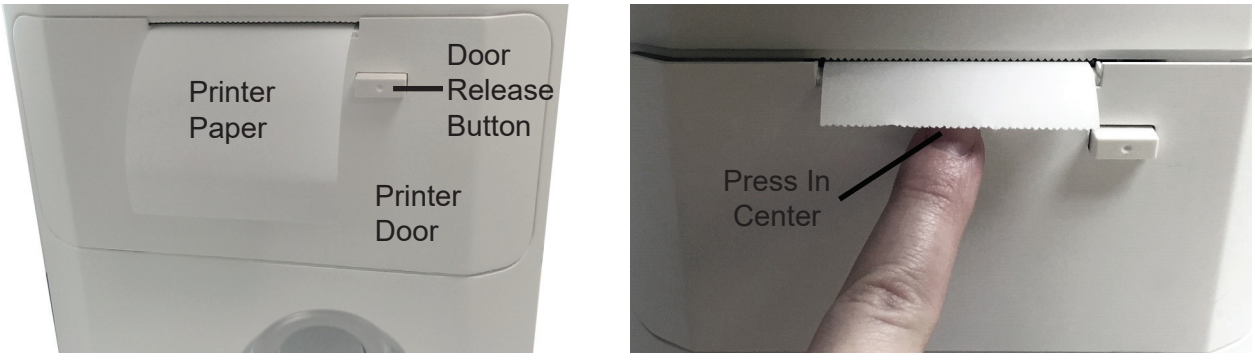

Figure OP-3. Printer Paper Installation
1. Press the Door Release button to open the Printer door. Refer to Figure OP-3.
3. Close the Printer Door by pressing in the center of the door under the paper, and tear off the excess paper. Refer to Figure OP-3.